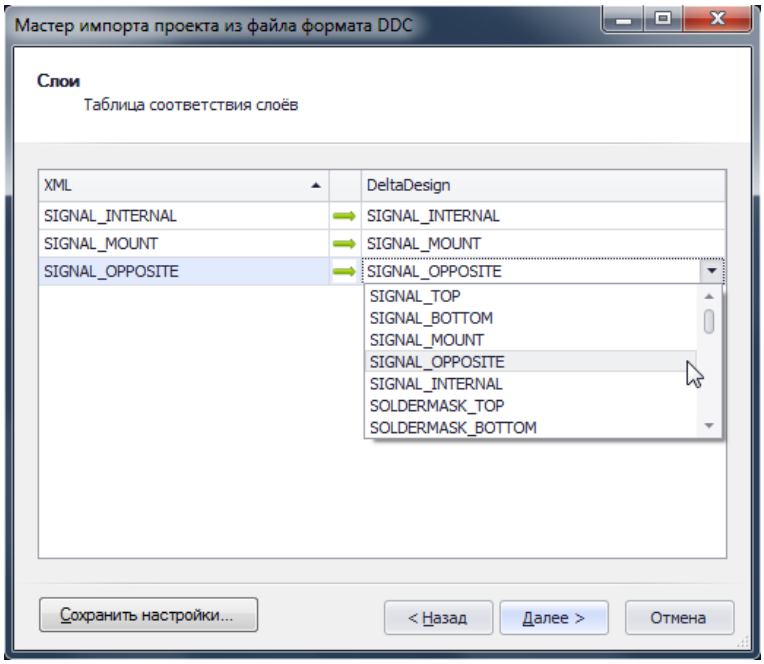

Рис. 353. Сопоставление слоев при импорте
7. После сопоставления атрибутов мастер предлагает сопоставить слои платы, которые использованы в импортируемом проекте, см. Рис. 353. В левом столбце указываются слои, которые содержатся в импортируемом файле проекта. В правом столбце импортируемому слою ставится в соответствие слой присутствующих в перечне слоев в стандартах системы. Кроме того, импорт какого-либо слоя можно отменить.